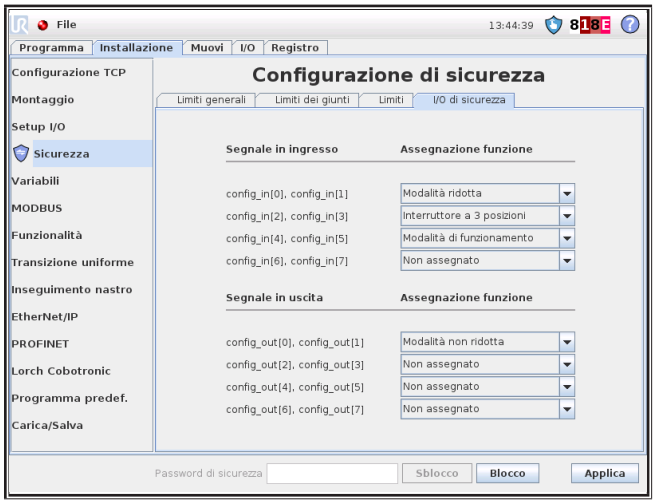

Fig. 105: Configurazione di sicurezza
- ❑ I livelli di sicurezza vengono impostati mediante una modifica dell'offset dei singoli livelli. Questo offset sposta i livelli di sicurezza dal centro della base del Cobot verso l'esterno (cfr. Fig. 105).